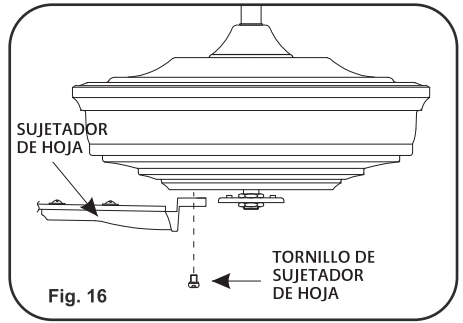

Fig. 16
Paso 2.Quite los bloqueadores de caucho del motor. Gire el motor a fin de que los agujeros de los tornillos de motor están alineados con los agujeros en el sujetador de hojas y fije con tornillos adecuados. Repita el proceso para los demás sujetadores de hoja. (Fig. 16)